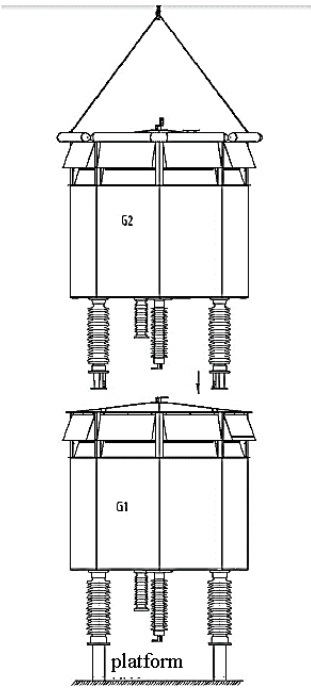

Figure 7: Lifting graph of G2
3) Lift the main gap G2 as shown **in Figure 7**, and put it on the four installing holes of G1 and fasten the bolts.